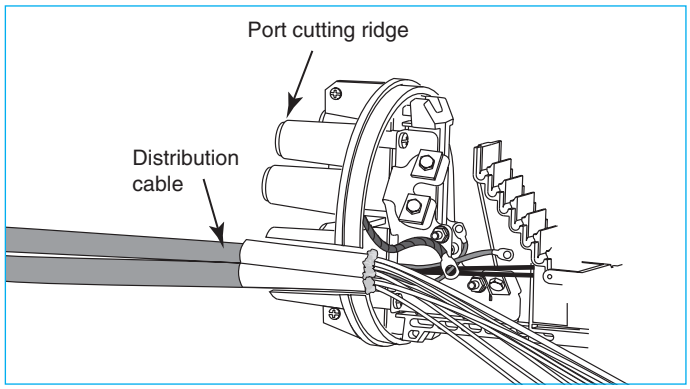

Figure 15.
9.1.2 Cut the end off the selected port at the ridge with a hacksaw. (Figure. 15)